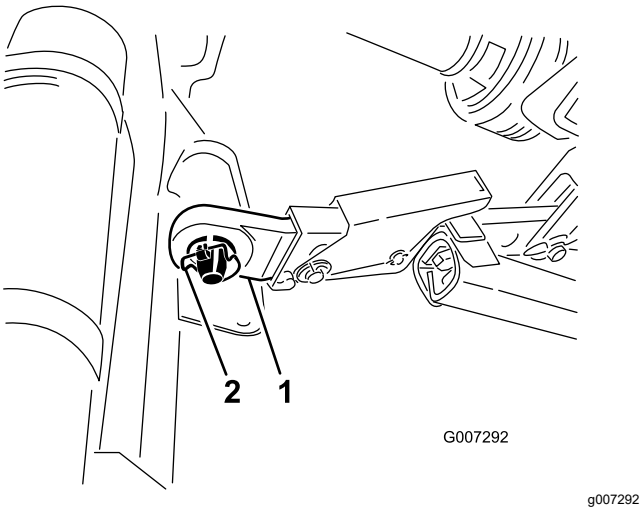

Figuur 6
5. Breng de linker en rechter onderste verbindingsarm aan op de koppelpennen (Figuur 6).
6. Bevestig de onderste verbindingsarmen met de borgpennen aan de koppelpennen (Figuur 6).